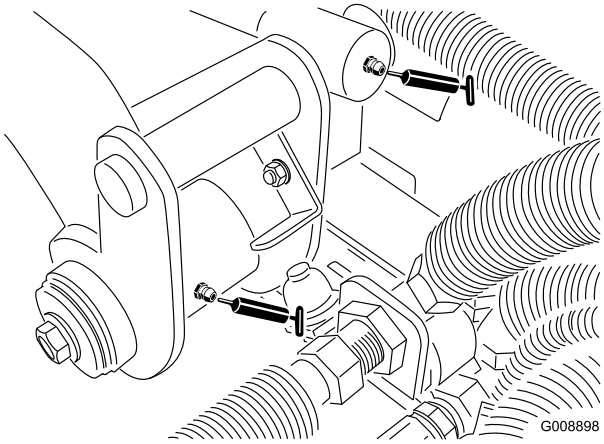

Figur 40
- Bageste løftearms drejetap og løftecylinder (2) (Figur 40)